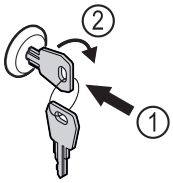

Fig. 183
▶ Introduceți cheia prin apăsare. *Fig. 183 (1)*
▶ Rotiți cheia cu 90° în sensul acelor de ceasornic. *Fig. 183 (2)*